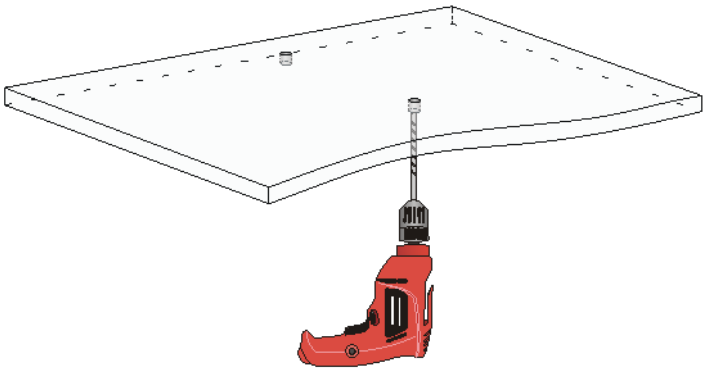

図 3-11 天井の穴あけ
3) マーキングをした位置に、図 3-11 の通り直径 5mm の穴を空けてください。